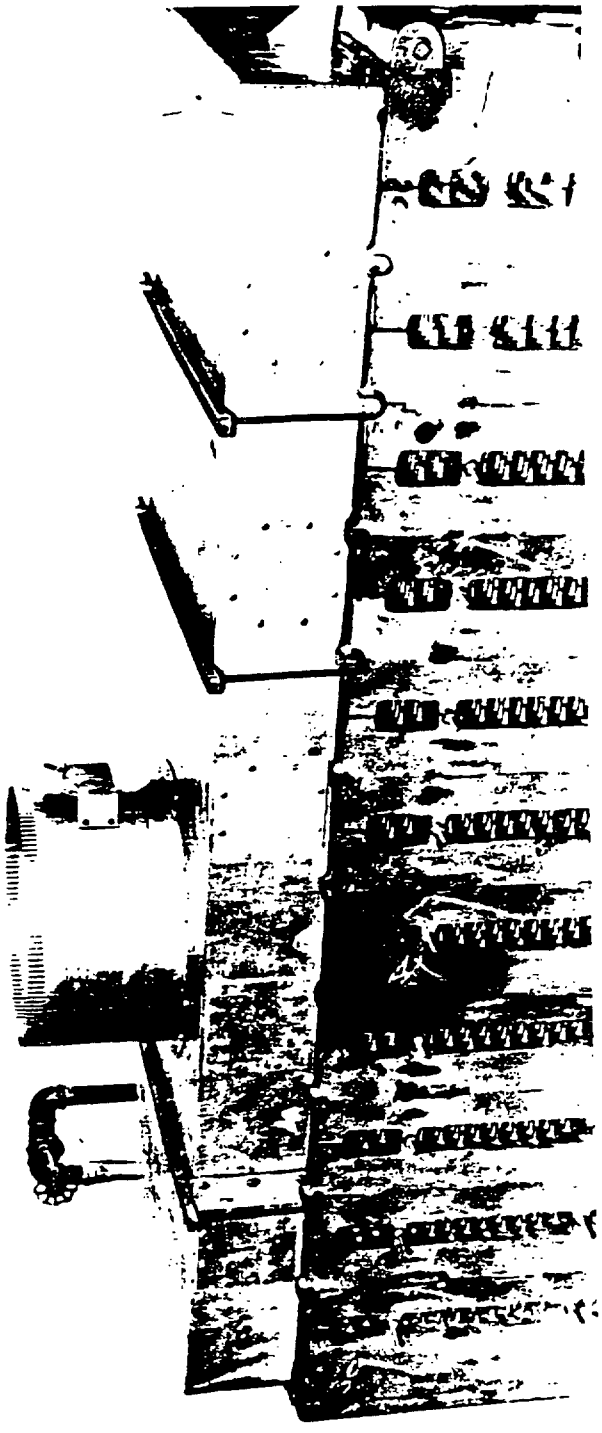

FIGURE 21 - CANOPY ASSEMBLED TO SECTIONS
7. Figure 21 shows the canopy assembled to the sections with the flue thimble in place.